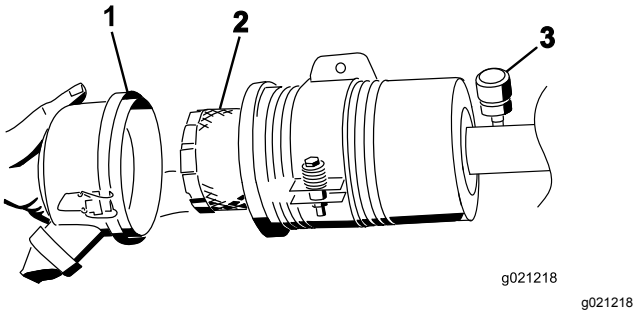

Figur 81
5. Afmonter og udskift filteret (Figur 81).